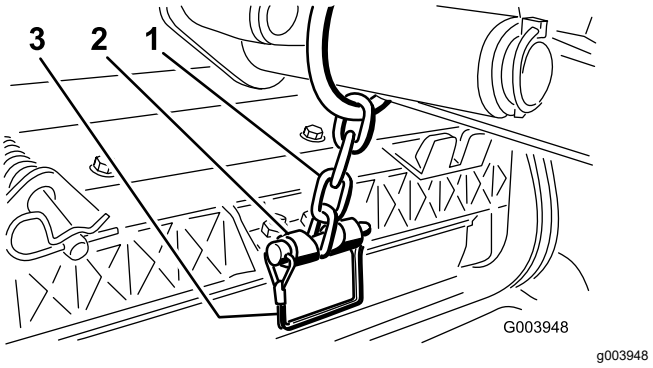

Figure 12
14. Fixez la chaîne du bras de levage au support de la chaîne avec la goupille à fermoir (Figure 12).